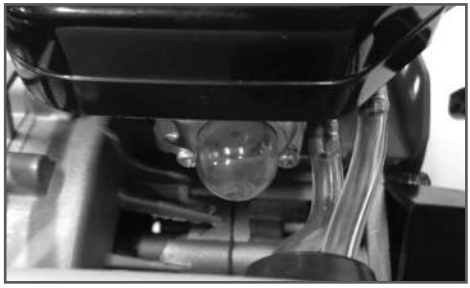

Рис.8 Ручной топливный насос
3. Нажмите на ручной топливный насос 7-10 раз, до появления в нем топлива. Насос находится в нижней части карбюратора под корпусом воздушного фильтра (Рис.8).